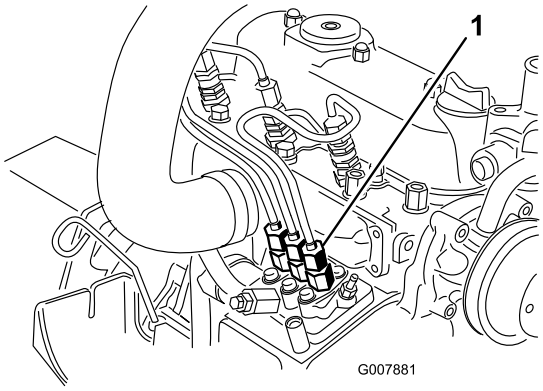

Figur 41
1. Plasser en fille under rørforbindelse fra innsprøytningspumpen til injektormunnstykke nummer 1, som vist i Figur 41.